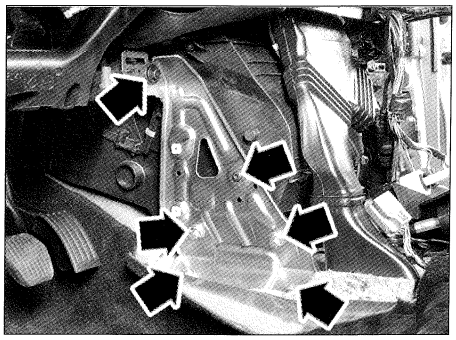

FIG. 10
- el refuerzo izquierdo de salpicadero **(fig. 10).**